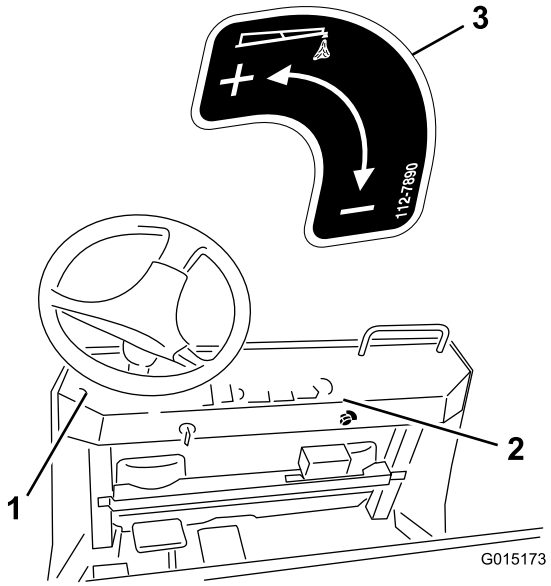

Figur 21
10. Montera dekalerna enligt Figur 21.